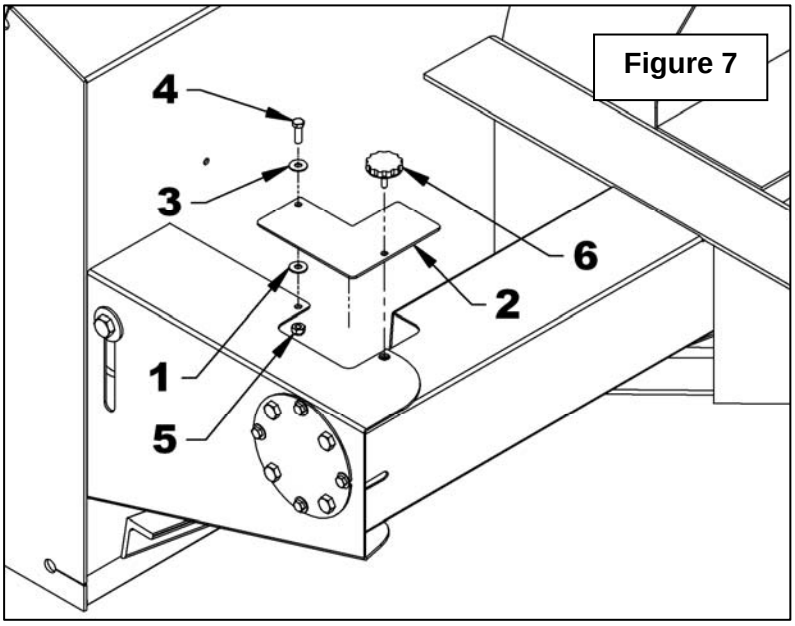

Figure 7
9. **Figure 7:** Installer une rondelle de nylon (item 1), le panneau d'accès (item 2), l'autre rondelle de nylon (item 3) et un boulon hex 5/16"NC x 1" lg (item 4) par-dessus la plaque. Fixer avec un écrou à bague de nylon 5/16"NC (item5) tel qu'illustré. Fixer le panneau d'accès (item 2) avec une poignée 5/16" (item 6).